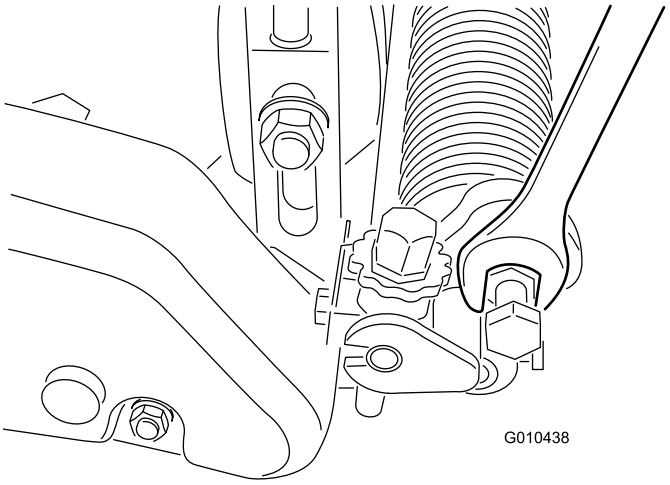

Figure 24
B. Rotate the arms up or down to the A or B position Figure 24).